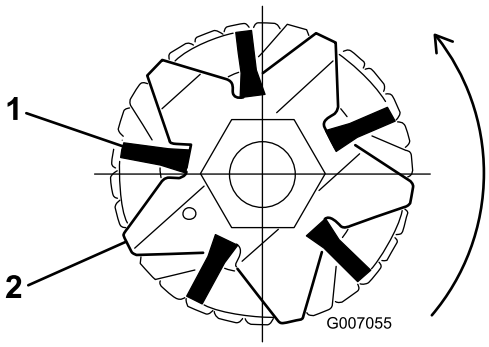
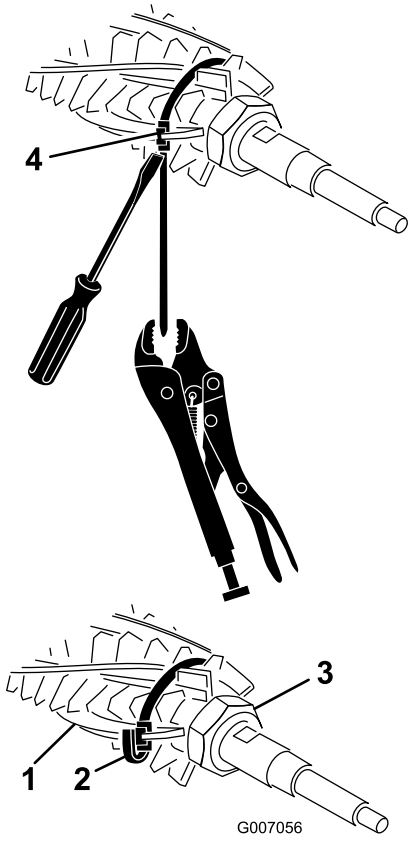

Figur 37
Figur 38
2. Kontrollera att borstarna sitter ordentligt i skårorna på trimknivarna (Figur 37 och Figur 38).
3. Linda remmarna löst enligt Figur 38 runt trimningscylinderns axel och borstar, och för in remmarna i borstarnas skåror enligt Figur 37. Sätt borstarna så att remmarna ligger mellan följande knivar: 1–2, 14–15, 28–29 och 41–42.
Obs: Om borstarna inte sitter ordentligt i knivskårorna ska du lossa trimknivarnas fästmuttrar i bägge ändarna på trimsatsaxeln, rikta in borstarna ordentligt i knivskårorna och dra åt trimknivarnas fästmuttrar (Figur 38).
4. Tryck en skruvmejsel mot remmens spänne och grip tag i remmen med en griptång och dra åt remmarna ordentligt tills de låses fast i skårorna på borstarna (Figur 38).
3. Fästmutter (2)
5. Kapa remmen till cirka 6 mm från spännet och vik den resterande remmen över spännet (Figur 38)